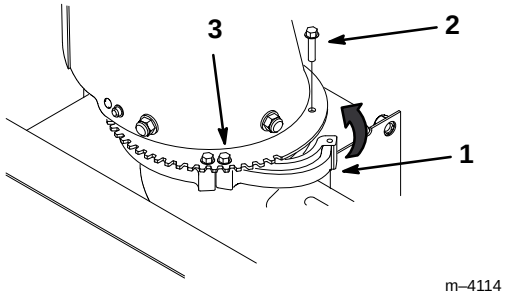

**Abbildung 2**
**5.** Die lose Auswurfkanalhalterung nach innen auf den Auswurfkanalring drehen und mit einer Schraube Nr. 10–4 x 1,5 cm (5/8") befestigen (Abb. 2).
**6.** Die andere Schraube festziehen, um die Auswurfkanalhalterung zu sichern (Abb. 2).